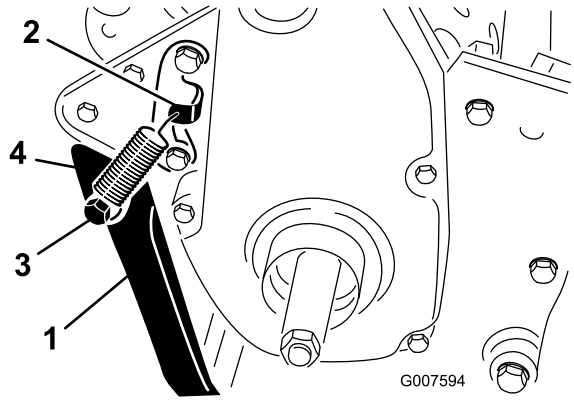

Figur 5
1. Haka på fjädern i hålet i fjäderfästet och på fjäderhållaren medan du passar in stödet med monteringshål i den bakre ramen (Figur 5).
2. Montera stödet på båda sidor om ramen med en bult, låsbricka, distansbricka, planbricka och låsmutter (Figur 5). Distansbrickan ska sitta i stödets monteringshål.